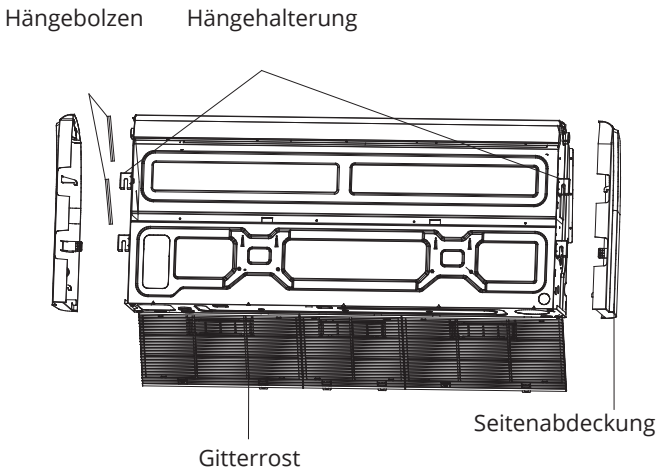

Abb. 4.10
9. Entfernen Sie die Seitenabdeckung und den Gitterrost. (Siehe Abb. 4.10).